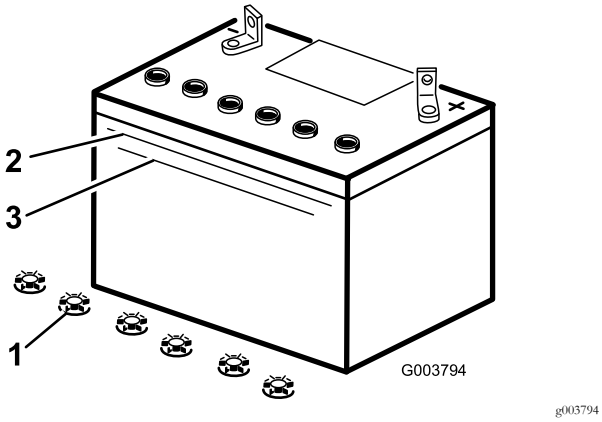

Rysunek 41
2. Spójrz na bok akumulatora. Poziom elektrolitu musi sięgać górnej granicy (Rysunek 41). Nie dopuść, by poziom elektrolitu spadł poniżej dolnej granicy (Rysunek 41).
5. Zdejmij korki wlewu z akumulatora (Rysunek 41).
6. Powoli wlewaj wodę destylowaną do poszczególnych ogniw akumulatora do czasu, aż poziom elektrolitu osiągnie górną granicę (Rysunek 41) na obudowie akumulatora.
7. Po napełnieniu ogniw akumulatora odczekaj 5 do 10 minut. W razie potrzeby powoli wlewaj wodę destylowaną do czasu, aż poziom elektrolitu osiągnie górną granicę (Rysunek 41) na obudowie akumulatora.